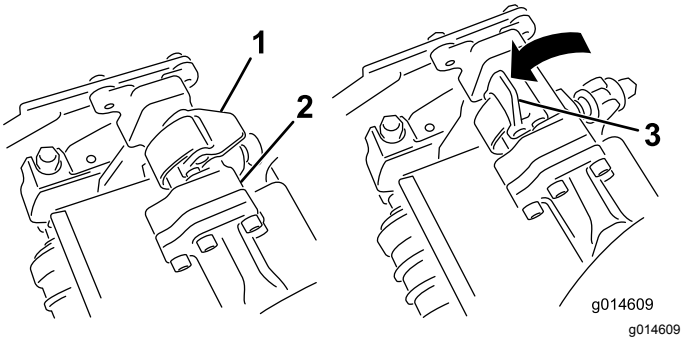
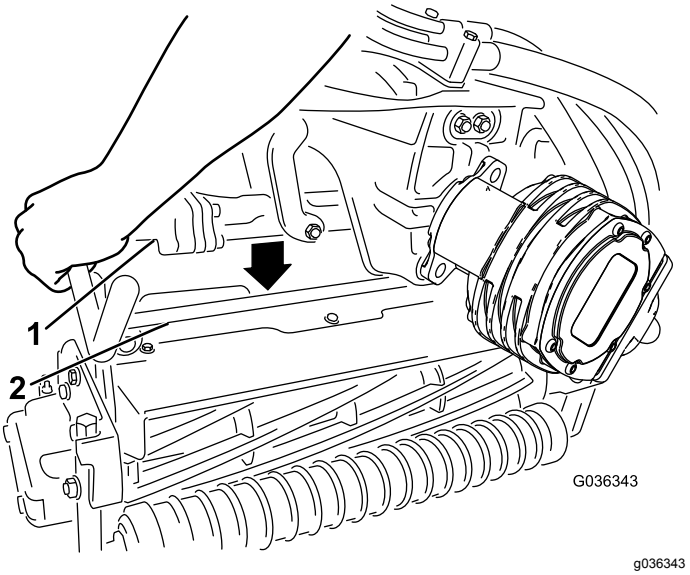

Figuur 48
Figuur 49
4. Zorg ervoor dat de vergrendelingen op de ophangarm omhoog wijzen (dus open staan) (Figuur 48), druk de ophangarm omlaag zodat de stang ervan over de stang aan de bovenkant van het maaidek valt (Figuur 49).
5. Sluit de vergrendelingen rond de stang van het maaidek en vergrendel ze (Figuur 48).
5. Open de vergrendelingen op de stang van de ophangarm van het maaidek dat u wilt verwijderen (Figuur 48).